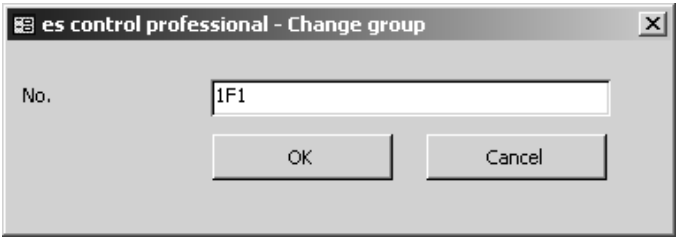

Figure 6.22: "Distribution" window, Change group
- Type e.g. “1F1”, confirm by clicking the “Enter” key. Es control 0100 professional numbers then all current circuits from 1F1 through 1F7 (please refer to Figure 6.22).